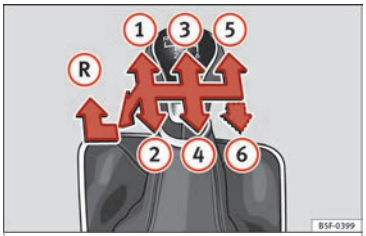

Rys. 57 Schemat zmiany biegów w 5- lub 6-biegowej ręcznej skrzyni biegów.
Położenie każdego biegu jest pokazane na gałce dźwigni zmiany biegów ››› **rys. 57**.
- Z położenia neutralnego opuścić dźwignię do dołu, przesunąć do końca w lewo i wybrać bieg wsteczny ››› **rys. 57** (R).